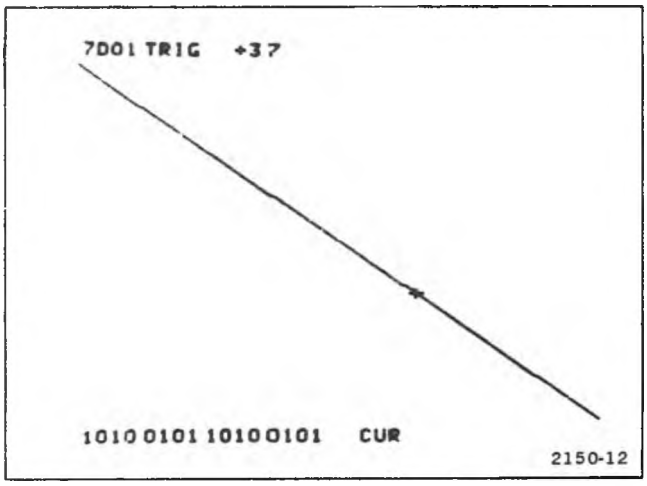

Abb. 5: Typische Mappingdarstellung von 16 Kanälen. (067-0804-00 Testanordnung)
2. Drücken Sie die Taste MANUAL MAP. Auf dem Bildschirm wird eine diagonale Linie dargestellt. (Vgl. Abb. 5).